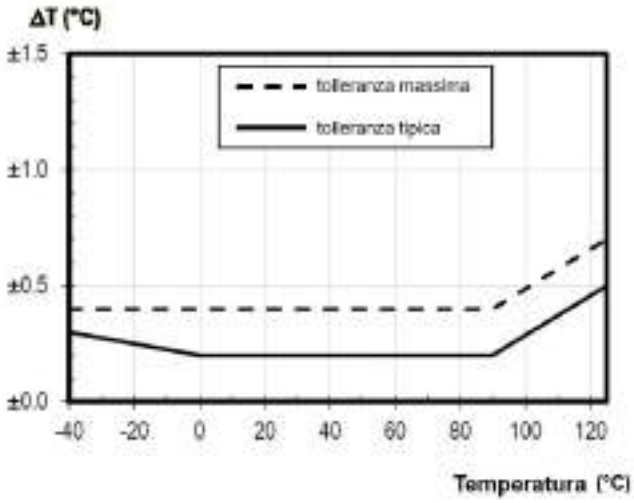

Figure 9: Sensirion STS31 temperature accuracy
- Typical accuracy: ±0.2°C from 0°C to 90°C (refer to Figure 9)